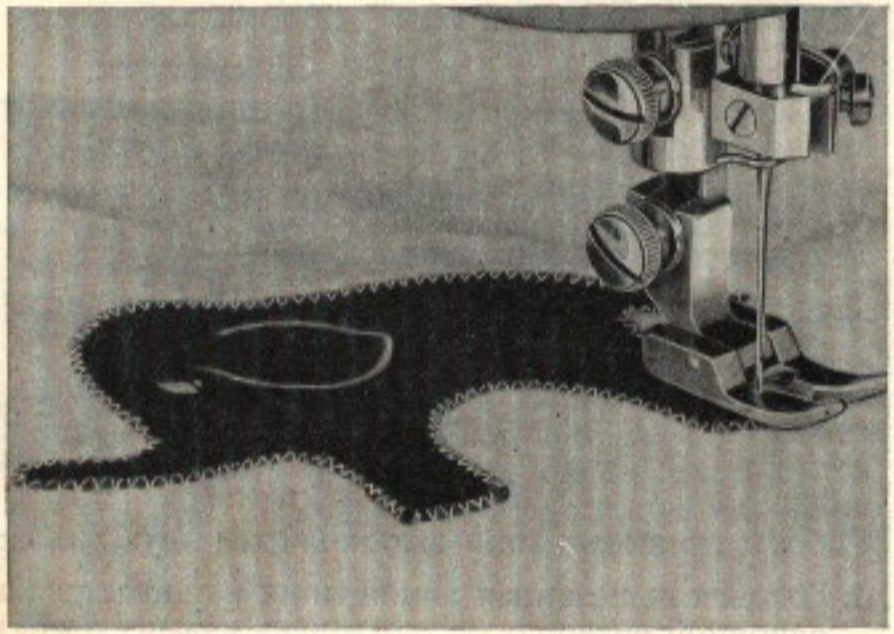

Рис. 58
1. Готовая вырезанная аппликация нашивается на основной материал густым (очень малый стежок) или широким (большой стежок) зигзагообразным швом (рис. 58).